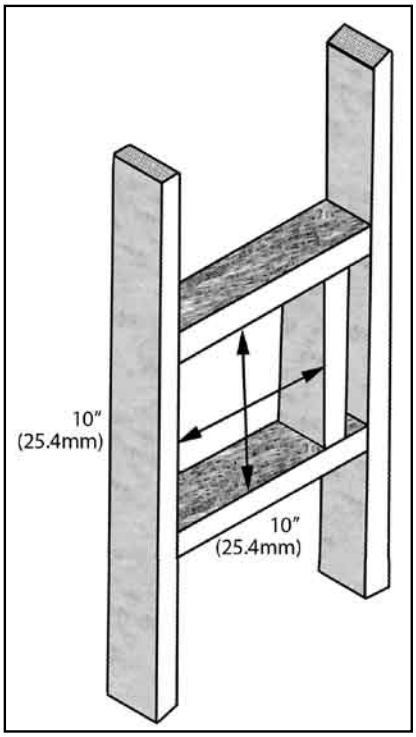

Figure 7: Wall Framing for 10" (25.4cm) x 10" (25.4cm) Hole for Horizontal Installation.
(2) Horizontal runs of vent pipe must be supported every three feet. Wall straps are available for this purpose, also when running horizontal pipe minimum clearances to combustibles must be maintained; **2" (5.1cm) at top, 1½" (3.8cm) at sides, 1½" (3.8cm) at bottom.**
STEP 3. With the pipe attached to the stove into the correct location, mark the wall for a 10" (25.4cm) x 10 (25.4cm) square hole. The center of the square hole should match the centerline of the horizontal pipe. Cut and frame the 10" (25.4cm) x 10 (25.4cm) hole in the exterior wall where the vent will be terminated. Refer to Figure 7. If the wall being penetrated is constructed of non-combustible material i.e. masonry or concrete, a 7" (17.8cm) hole is acceptable.
the wall. Cut the hole out on both the interior and exterior wall surfaces. Frame hole as shown in Figure 7. Install the wall thimble and secure this thimble on both the inner and outer wall surfaces.